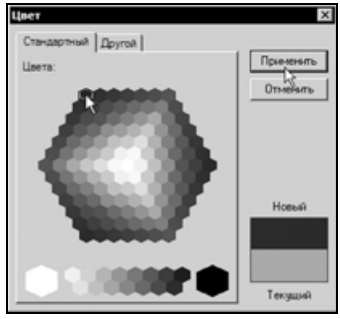

Рис. 6.3
- В палитре основных цветов (рис. 6.3) укажите любой яркий цвет, например синий, нажмите **OK** и закройте окно **Параметры**.